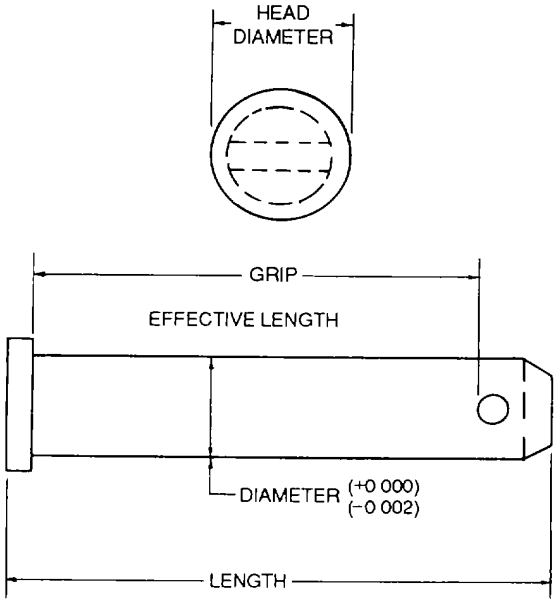

Figure 2-46. Clevis Pin
a. Clevis Pins. Clevis pins (flat-head), MS20392, as shown in figure 2-46, are usually used with tie rod terminals. This pin may be used in secondary controls not subjected to continuous operation, and where chances of working loose are negligible The pin should be safetied with a cotter pin and installed with the head up, when possible, so the pin will remain in place if the cotter pin fails or works out.